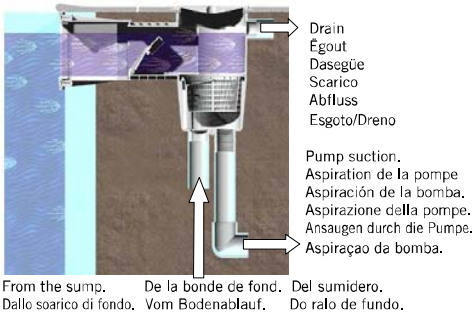

Fig. 2
La instalación se debe realizar según indicaciones descritas en las Figs. 2 y 3, dependiendo si es para piscina de hormigón o prefabricada.
- En caso de que el nivel del agua de la piscina sea excesivo, el skimmer posee una toma de agua que puede evacuar el agua sobrante al desagüe (Fig.2).
- En caso que el nivel del agua sea bajo, el skimmer posee una toma de agua que conectada al sumidero evitará una posible toma de aire, aspirando simultaneamente agua de este último. De esta manera el sistema de filtración no se verà afectado en ningún momento (Fig.2).
La installazione deve essere realizzata secondo le indicazioni descritte nelle Fig. 2 e 3, a seconda che si tratti di piscina di cemento o prefabbricata.
- Nel caso che il livello dell'acqua dela piscina sia eccessivo lo skimmer possiede uno scarico (troppo pieno) che può eliminare l'acqua in eccesso (Fig. 2).
- Nel caso che il livello de'll acqua sia basso, lo skimmer possiede una presa che collegata allo scarico di fondo eviterà una possibile aspirazione d'aria, aspirando simultaneamente acqua da quest'ultimo. In questo modo il sistema di filtrazione non potrà essere dannueggiato (Fig. 2).
Die Montage wird den Anweisungen in Abb. 2 und 3 entsprechend durchgeführt, je nachdem, ob es sich um ein Betonschwimmbecken oder ein Fertigschwimmbecken handelt.
- Falls das Wasserniveau Im Schwimmbecken zu hoch ist, ist am Skimmer ein Anschluss vorgesehen, für den Ablauf des Wasswrs zum Abwasserkanal (Abb.2).
- Für den Fall, dass der Wasserspiegelzu niedrig ist, hat der Skimmer einen Wasseranschluss für den Bodenablauf, weicher gestattet, gleichzstig von diesem Wasser anzusaugen, wodurch vermieden wird dass evti. Luft angesaugt werden kann. Dadurch wird das Filtriersystem in keinem Fall gestört (Abb.2).
A instalação deve ser realizada de acordo com as indicações descritas nas Fig. 2 e 3, dependendo de se a piscina é de betão ou pré-fabricada.
- Caso o nível da água seja da piscina seja excessivo, o skimmer possui uma que pode evacuar a água sobrante para o esgoto (Fig. 2).
- Caso o nível de água seja baixo, o skimmer possui uma tomada de água que, ligada ao ralo de fundo evitará uma possível entrada de ar, aspirando simultâneamente a água desde último. Deste modo, em nenhuma cirscunstância o sistema de filtraçao será afectado (Fig. 2).